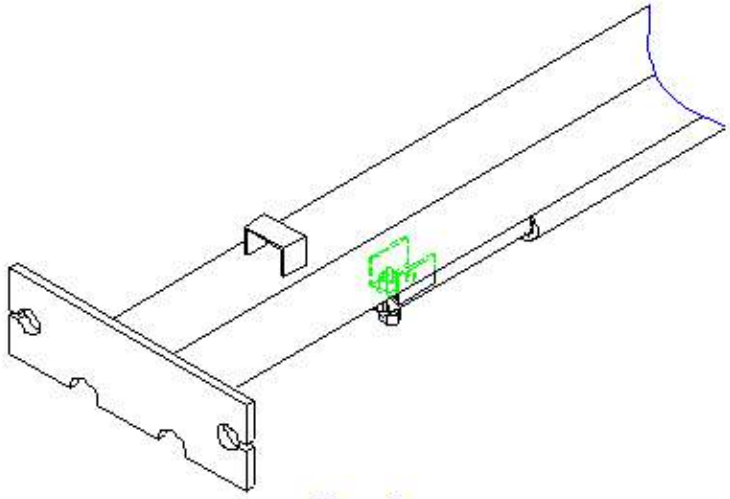

Figure 9
B. Slide the end of the padded switch bar without the mounting hole through the slot in the overhead assembly. Connect the padded switch bar to the inside hole of the overhead bear using a cylindrical spacer, HHCS, and flange nut (Figure 9).